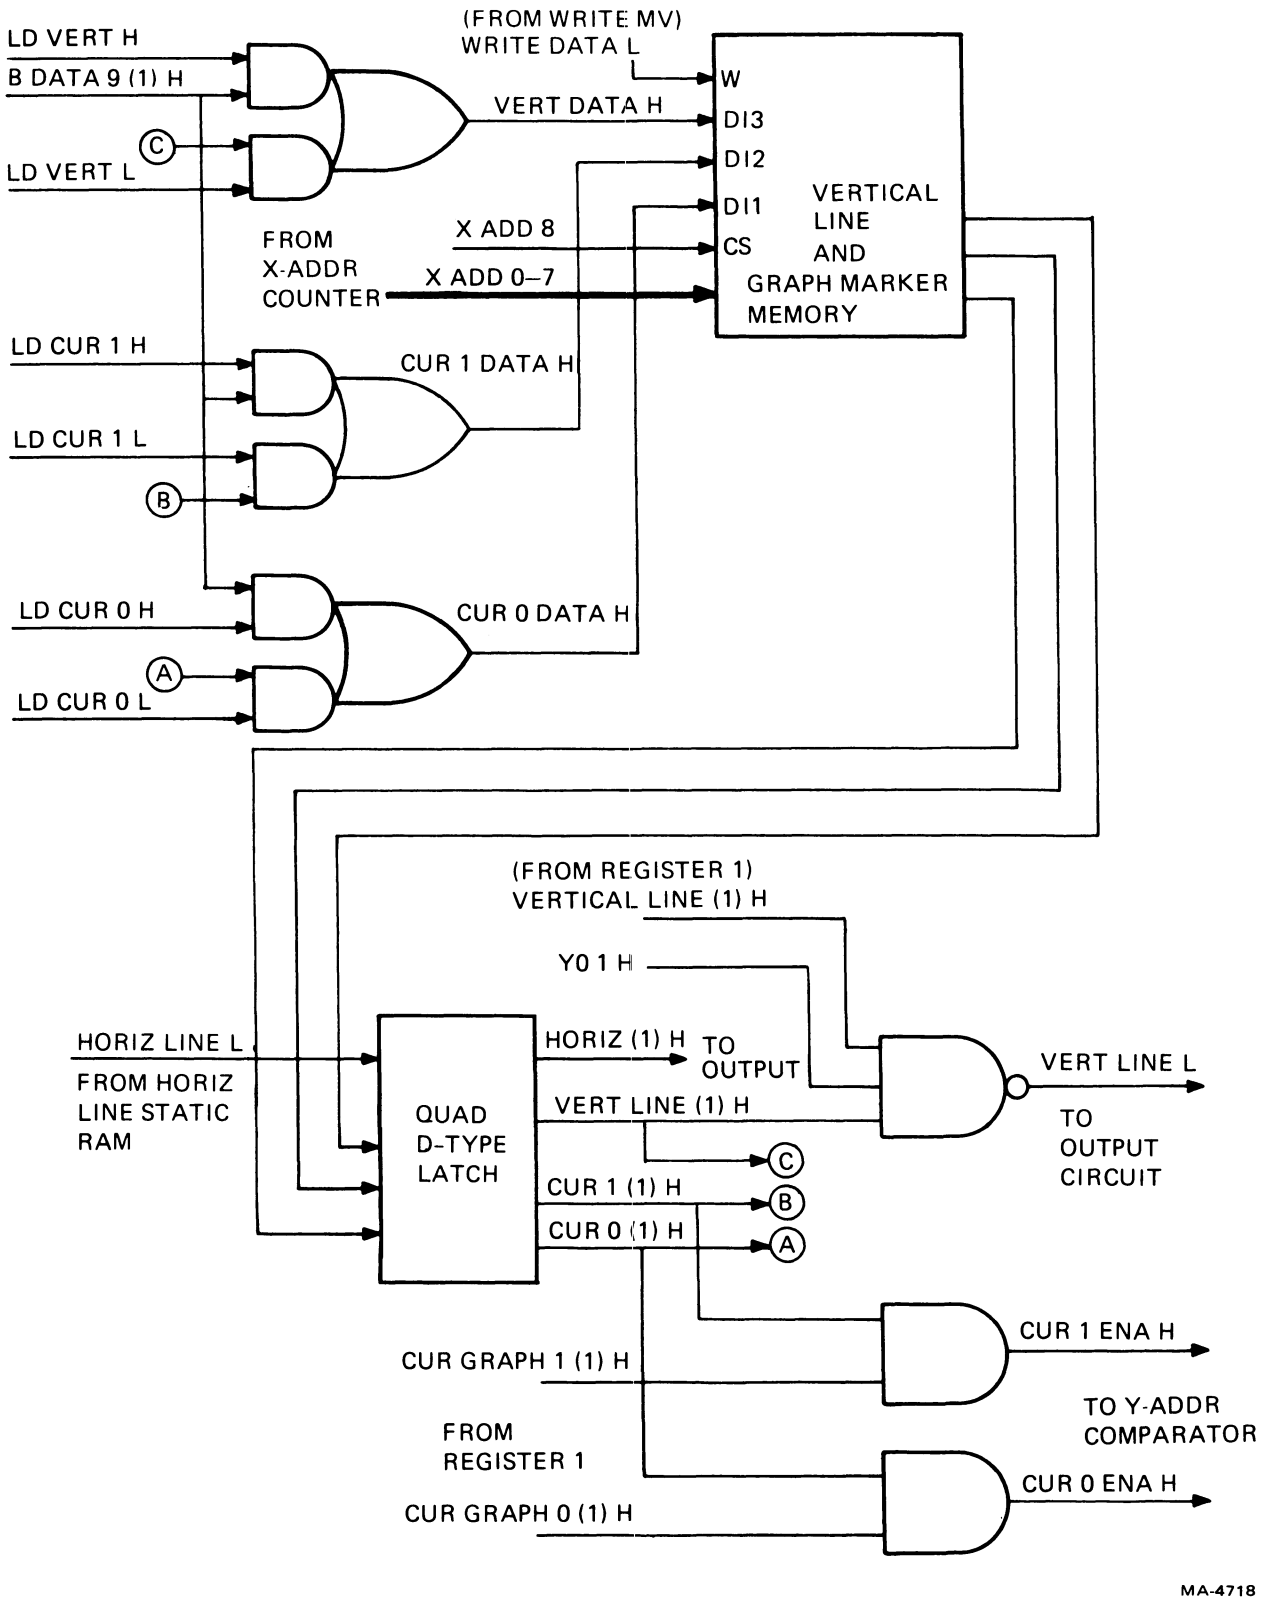

Figure 6-26 Vertical Line and Graph Marker Memory
6.4.1.12 Loading Vertical Lines – Vertical lines are loaded with two data characters following the letter L. Bit 4 of the second data character [B DATA 9 (1) H] with LD VERT H from the decoder provide the data input (DI3) to the vertical line and graph marker memory. The other bits of the two data characters transmit the X-address in memory where the vertical line is to be stored. (See Figure 6-26.) If B DATA 9 (1) H is high, the vertical line is loaded; if low, the line is erased at that address.
As the vertical line is read from the static RAM, its position is fed back (item C in Figure 6-26) and rewritten into the RAM so as not to lose the data.
Loading a graph marker is accomplished by two data characters following the letters C or K. These letters are decoded as LD CUR 0 H and LD CUR 1 H, shown in Figure 6-26. When bit 4 of the second data character [B DATA 9 (1) H] is a one and WRITE DATA L is present, a graph marker is loaded in the address formed by the two data characters. If bit 4 is a zero, the graph marker is erased.
As the X-address is incremented, the output of the vertical line and graph marker memory is monitored by a D-type latch. As with the vertical line data, the graph marker data is also fed back into memory (items A and B in Figure 6-26) and wraps around when in strip chart mode.